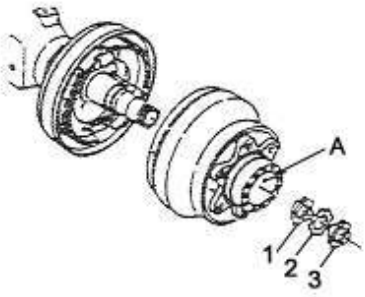

Fig. 2-6 Filling Grease
(1) Fill 100ml of lubricating grease into the hub and then fit the hub on the shaft (see Fig. 2-6).
(2) Tighten the adjusting nut with a torque of 9.8N·m and then turn the nut back for 1/2 circle.
(3) Set the spring balance on the bolt to measure the initial torque of hub. When the torque reaches the specified value, slowly tighten the nut.